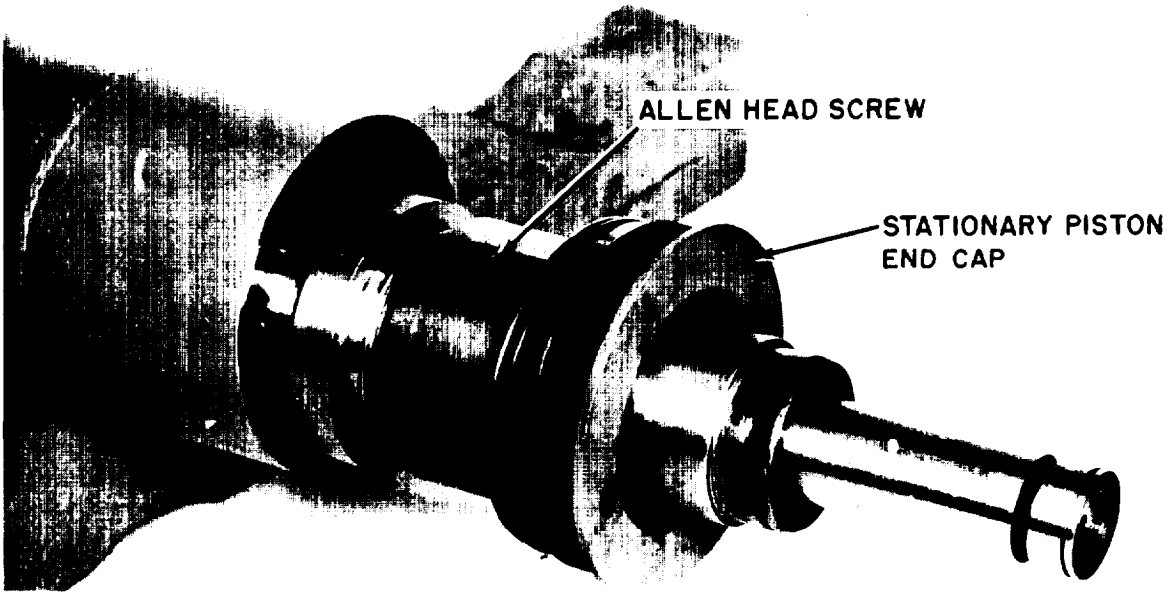
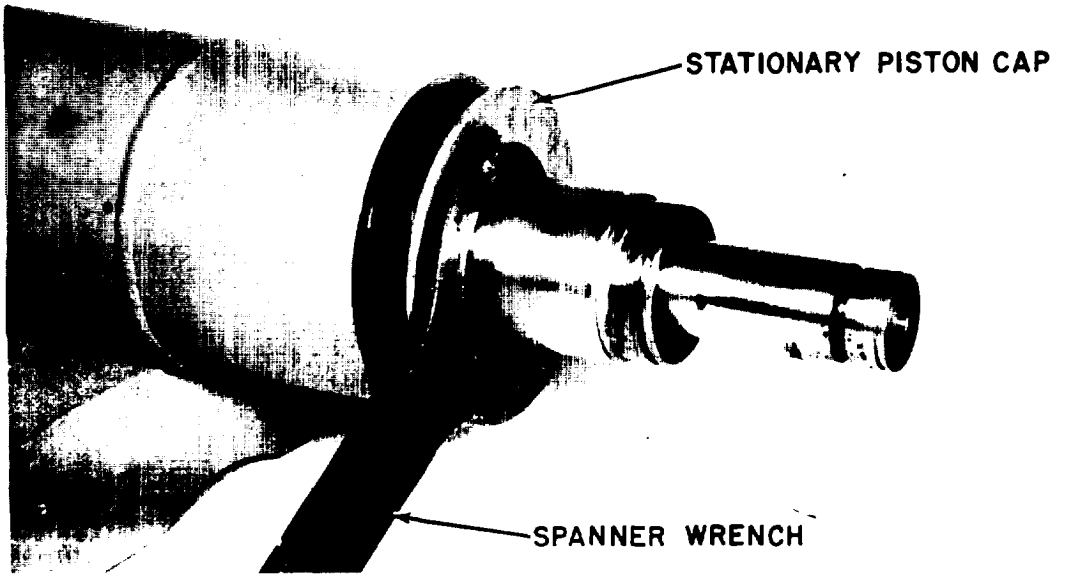

Figure 5-150. Stationary Piston End Cap
Figure 5-155. Stationary Piston Installation
h. Unscrew the stationary piston cap from the barrel (using a spanner wrench inserted in the two holes in the cap face) and pull out the stationary piston assembly far enough to remove the two allen head screws shown in figure 5-150.
h. Install setscrew and allen head lockscrew in the position indicated in figure 5-150. Install stationary piston cap into barrel and tighten as shown in figure 5-155.